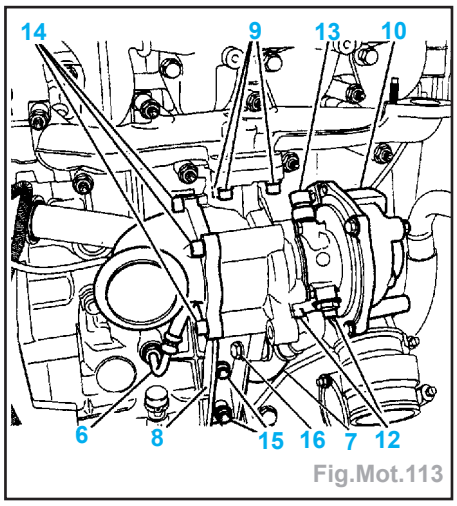

Fig.Mot.113
Impératif : remplacer systématiquement les écrous (9) (Fig.Mot.113).
- Reposer le turbocompresseur (10) .
- les écrous (9) à 2,5 daN.m.
- serrer les vis (12) à 1,2 daN.m,
- le raccord (13) à 1,2 daN.m,
- serrer les vis (14) à 2,3 daN.m.
- Reposer le support (8).